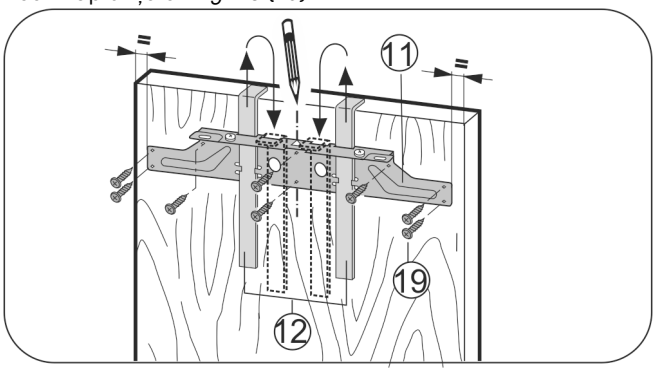

Fig. 26
▶ Agățați traversa de fixare *Fig. 26 (11)* cu ajutorul elementelor auxiliare de montaj *Fig. 26 (12)* pe partea interioară a ușii mobilierului.
▶ Aliniați traversa de fixare *Fig. 26 (11)* central pe ușă.
▶ Fixațitraversa de fixare *Fig. 26 (11)* cu cel puțin 6 șuruburi *Fig. 26 (19)*.
▶ Fixați traversa de fixare *Fig. 26 (11)* pe margine cu 4 șuruburi *Fig. 26 (19)*.
▶ Extrageți în sus elementele auxiliare de montaj *Fig. 26 (12)* și introduceți-le în poziție răsturnată în orificiile de preluare alăturate.